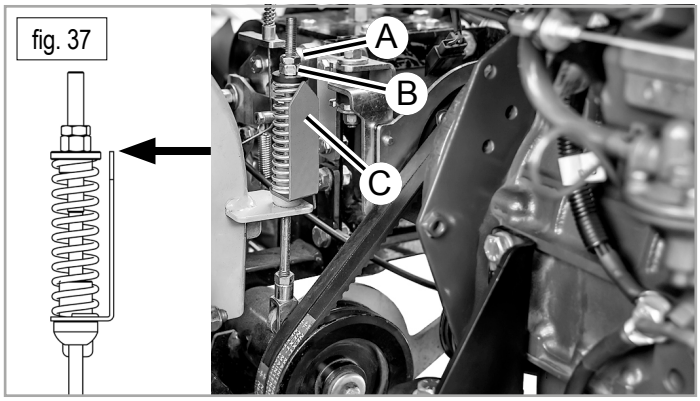

fig. 37
2. Desserrez le contre-écrou (fig. 37/A).
3. Vissez/dévissez l'écrou (fig. 37/B) de sorte que la pointe de l'indicateur de tension rouge (fig. 37/C) soit alignée avec l'extrémité du ressort.